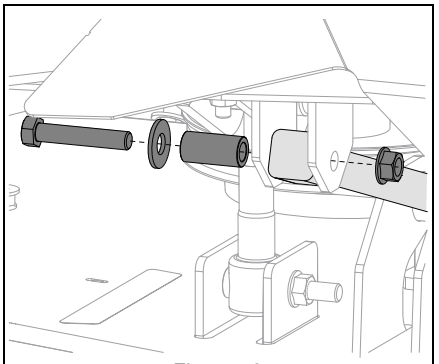

Figure 59
8. Remove hardware retaining drag links to frame. See Figure 59.